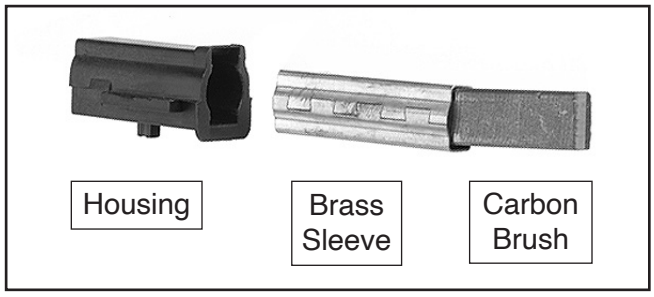

Figure 38. Brush assembly components.
7. Slide brush assembly apart, clean housings and brass sleeves with acetone, and allow parts to dry (see **Figure 38**).